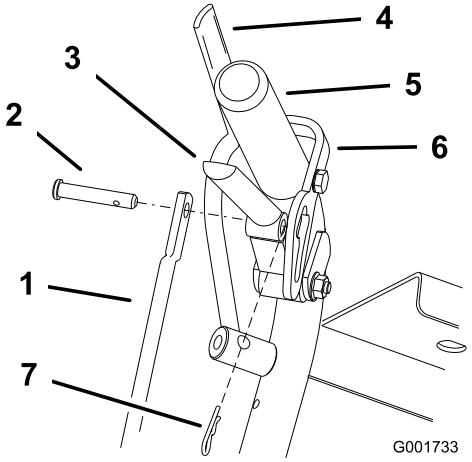
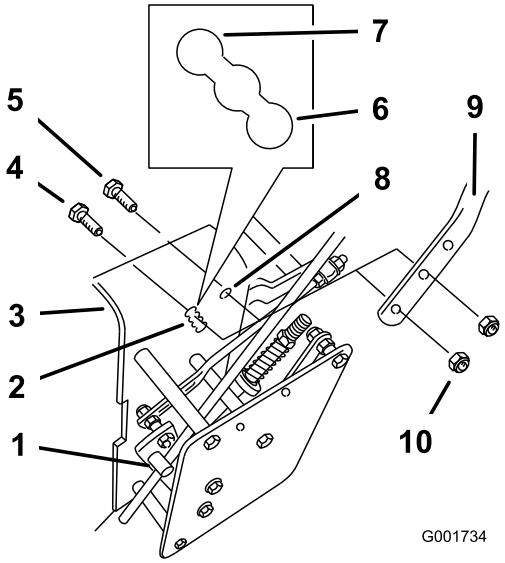

Figura 18
Figura 19
1. Retire los pasadores y los pasadores de seguridad de las palancas de avance y los cierres de bloqueo de punto muerto (Figura 18).
2. Afloje los pernos con arandela prensada superiores (3/8 x 1-1/4 pulgada) y la tuerca con arandela prensada que sujetan el manillar al bastidor trasero (Figura 19).
3. Retire los pernos con arandela prensada inferiores (3/8 x 1 pulgada) y las tuercas con arandela prensada que sujetan el manillar al bastidor trasero (Figura 19).
5. Ajuste la longitud de la varilla de control girando la varilla de control en el acoplamiento (Figura 18 y Figura 19).
6. Instale el pasador de horquilla entre las palancas de avance y los cierres de bloqueo de punto muerto e introdúzcalo en los pasadores de seguridad (Figura 18).